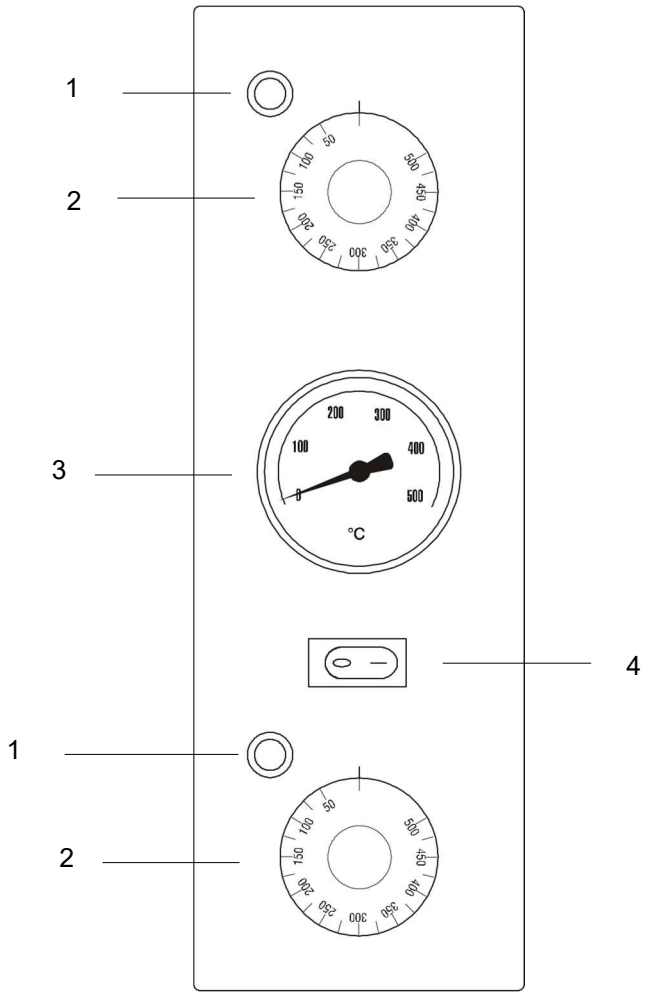

FIG.7 *(Control panel)*
The control panel is installed on the front side of the oven and changes according to the models as shown in **FIG. 7.**
LEGEND FIG.7
3) Enable the operation of the resistors setting the thermostats **(FIG. 7-Ref. 2)** on the temperature of **150 °C** indicated on the handle. The related green warning lights signaling the operation of the resistors in use switch on;
5) Disable the operation of the resistors, bringing the thermostats **(FIG. 7-Ref. 2)** to **pos. "0"**;
7) Close the door again and repeat the operation described at point **3)** bringing the thermostats **(FIG. 7 -Ref. 2)** at the temperature of **400 °C** indicated on the knob;
9) Disable the operation of the resistors bringing the thermostats **(FIG. 7-Ref. 2) to pos. "0"**;
3) Enable the operation of the resistors bringing the thermostats **(FIG. 7-Ref. 2)** to the wished temperature indicated on the handle. The related warning lights signaling the operation of the resistors in use will switch on;
4) Once the oven has reached the wished temperature (see point **9)** of this paragraph), visible on the thermometer **(FIG. 7-Ref. 4),** it is possible to insert the pizza in the oven for the backing;
6) To light the inside part of the backing chamber, press the oven lamp switch **(FIG. 7-Ref. 5);**
1) Turn off the oven, bringing the thermostats **(FIG. 7-Ref. 2)** and the resistor **(FIG. 7-Ref. 3)** switches to **pos."0"**;